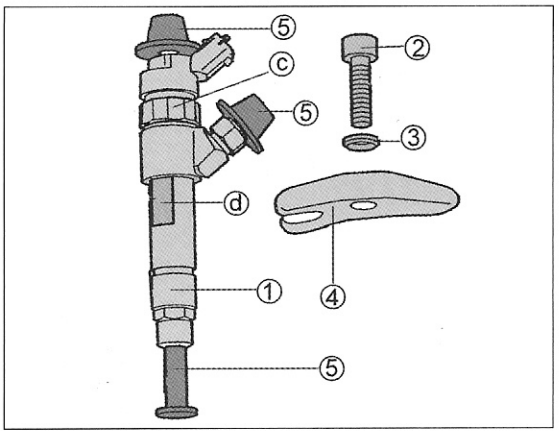

Bild 181
• Die Befestigungsweise der Düse ist in Bild 181 gezeigt. Wie aus dem Bild ersichtlich, wird das Klemmstück (4) mit einer Schraube (2) gehalten. Die Schraube(n) muss beim Einbau der Düse erneuert werden. Die Schrauben mit 30 Nm anziehen.